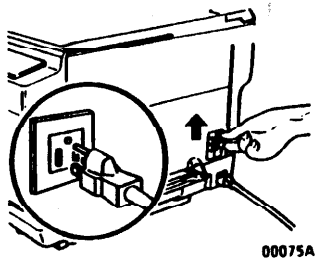

Рис. 16
11. (Рис. 16): вставить сетевой шнур в гнездо на аппарате, а затем в стенную розетку.
12. (Рис. 16): перевести сетевой выключатель в положение "ВКЛЮЧЕНО".